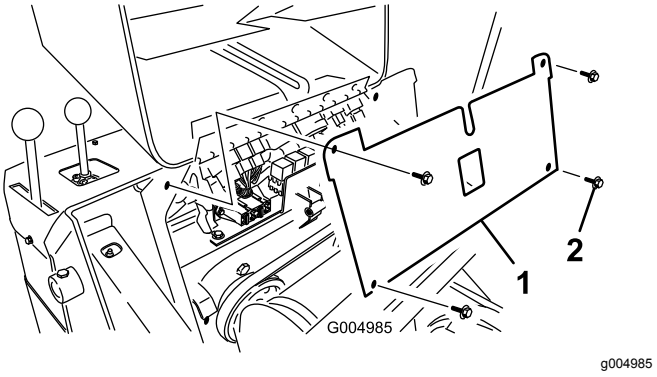

**Figur 42**
5. Ta bort de fyra skruvarna som håller fast säkringspanelen och dra sedan panelen utåt och uppåt för att ta bort den (Figur 42).